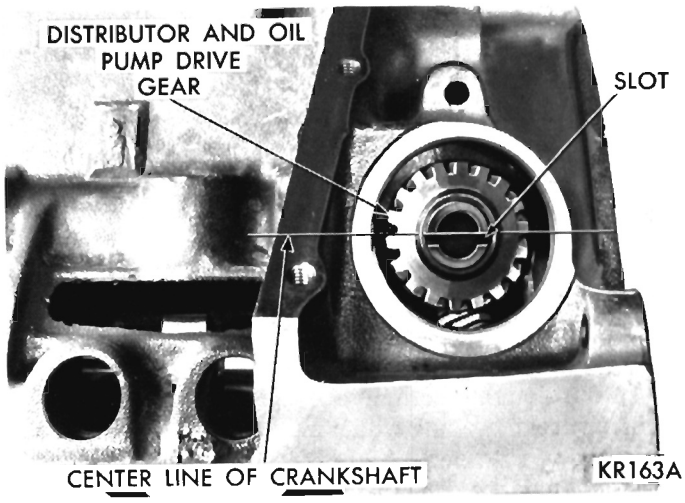

Fig. 38—Distributor Drive Gear Installed
(1) Rotate crankshaft until NO. 1 cylinder is at top dead center on the firing stroke.
(2) When in this position, the straight line on the vibration damper should be under "O" on timing indicator.
(3) Coat shaft and drive gear with engine oil. Install the shaft so that after gear spirals into place, it will index with the oil pump shaft, so slot in top of drive gear will be parallel with center line of crankshaft (Fig. 38).